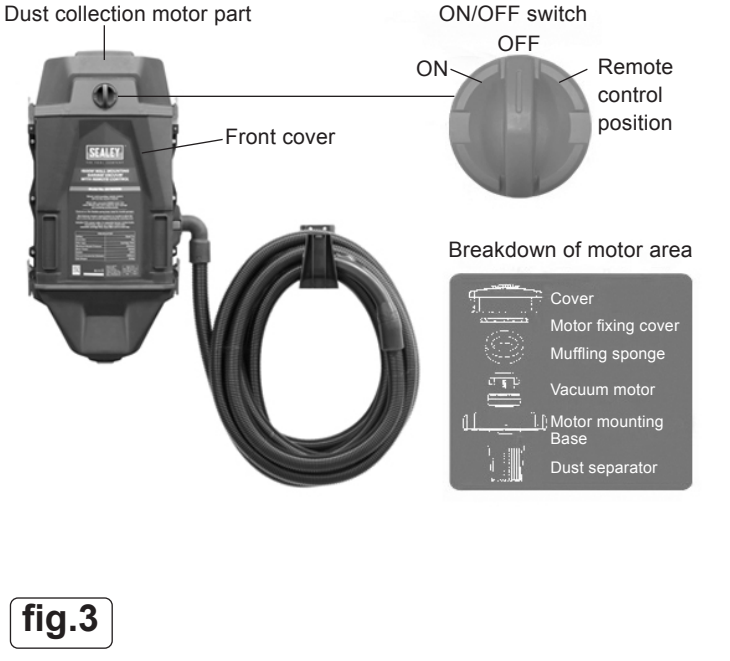

fig.3
6.1.3. Turn the motor on by turning the switch to the 'I' ON position. Fig.3. For remote control use, select the power switch to remote control position.